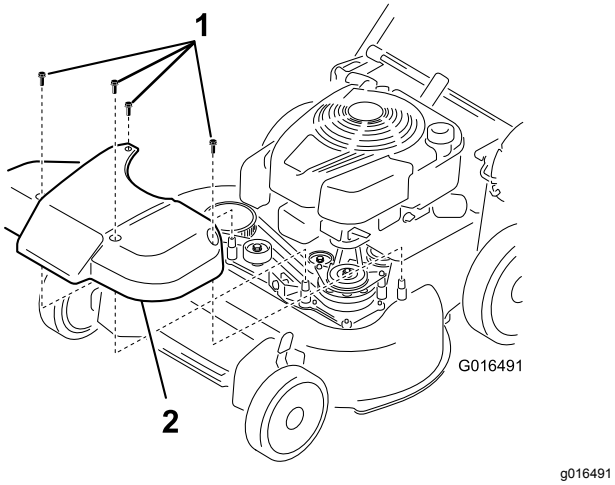

Figure 38
1. Déposez le couvercle du système d'entraînement des lames (Figure 38).